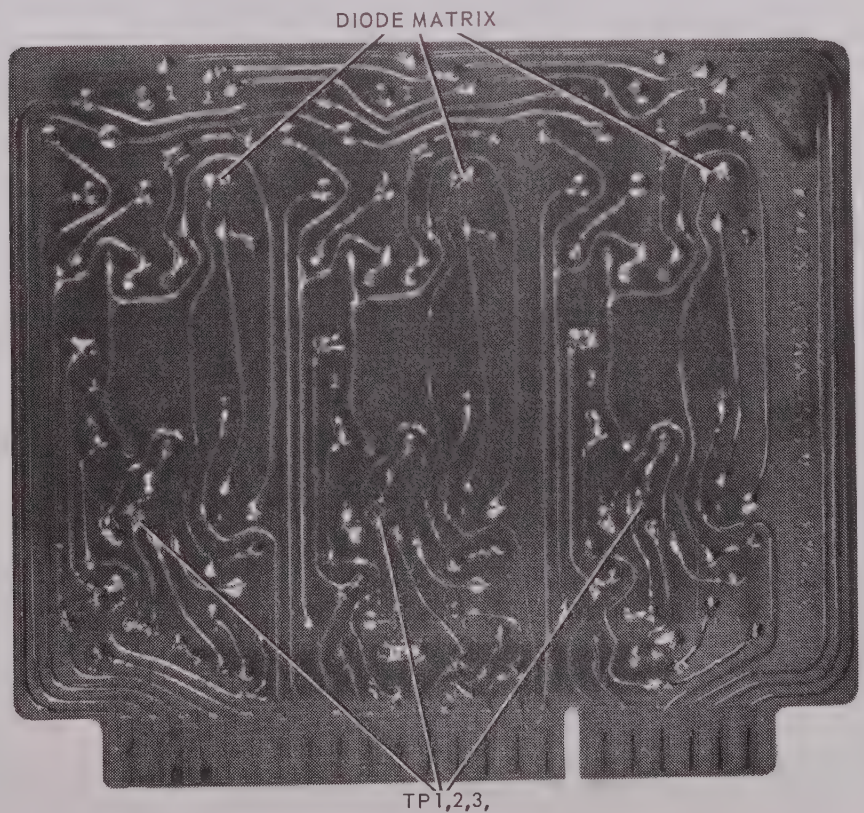

Fig. 4-4B Light Dependent Resistor Assembly, Test Point Locations
m. Check that +18 +1.8 vdc is present on the P buss of the LDR assembly cards (figure 4-4B). If this voltage is abnormal, check the 18-volt zener diode on the card rack.
(10). Connect the true RMS meter to the test point (TP1) on the LDR assembly card (channel 1, figure 4-4b).